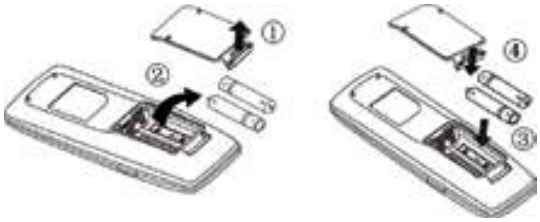

Fig.1 Fig.2
(1). Retirez le couvercle en suivant la flèche (fig.1)